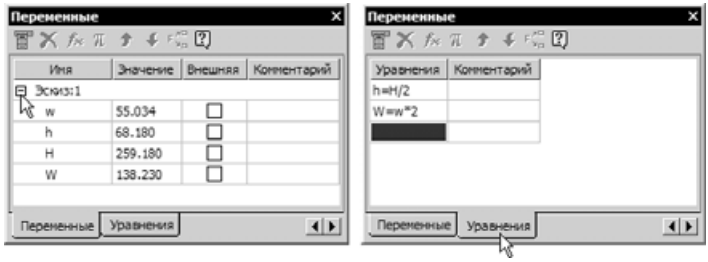

Рис. 5.113
- Нажмите кнопку **Переменные** f(x) на инструментальной панели **Стандартная**. На экране появится окно для работы с переменными и уравнениями (рис. 5.113, слева).
- Для ввода в эскиз выражений, связывающих переменные, откройте вкладку **Уравнения** (рис. 5.113, справа). В поле первой строки таблицы уравнений введите выражение: h=H/2; в поле второй строки введите выражение: W=w*2.